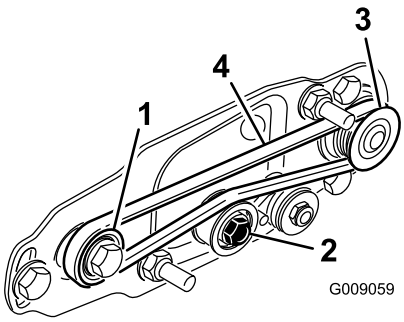

Figur 25
- Sæt remmen rundt om den **drevne** remskive og derefter over toppen af styreremskiven (Figur 25).
- Start remmen på **drivremskiven** (Figur 25).